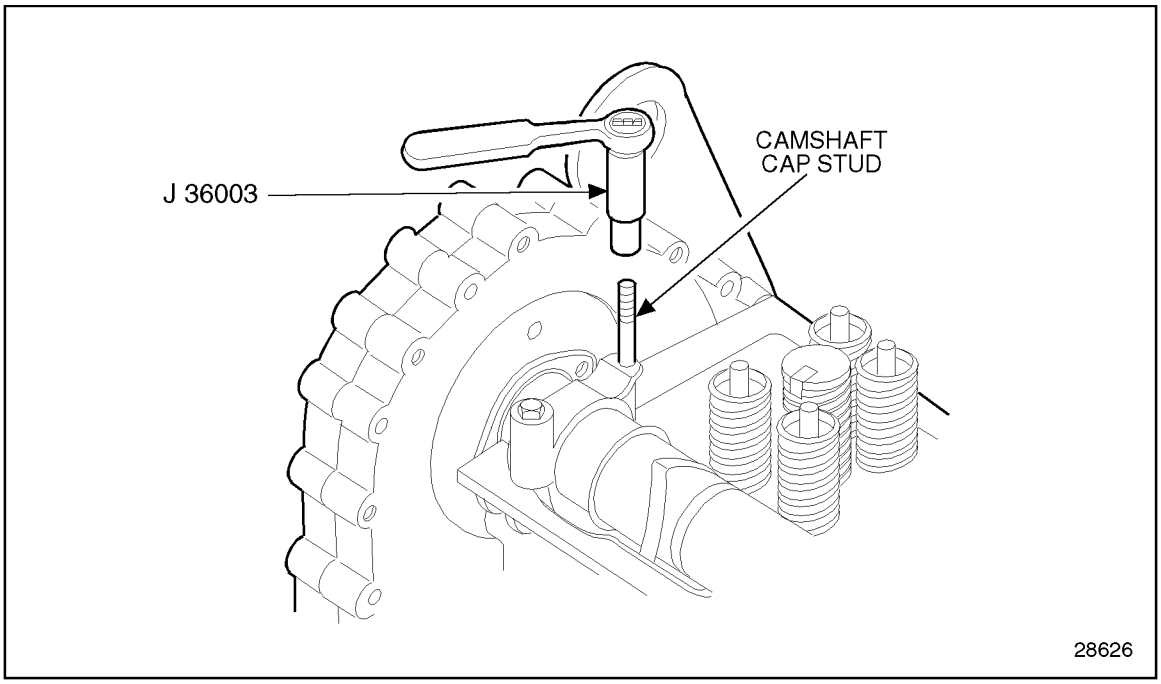

Figure 1-359 Removal of Camshaft Cap Stud
20. Remove the number 1 camshaft bearing cap using socket tool J 36003 part of J 36003–A. See Figure 1-359.